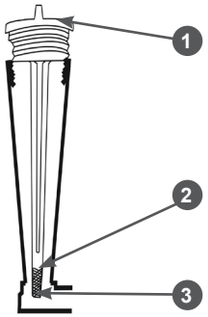

**Рис. 13 Уровень масла в картере двигателя**
4. Подождите примерно 1 минуту, после чего установите крышку-щуп в отверстие горловины, не закручивая её (Рис. 13).
4. Аккуратно извлеките щуп и осмотрите его. Уровень масла должен соответствовать верхней отметке на щупе (Рис. 13).
При недостаточном уровне масла в картере необходимо долить чистое масло до верхней отметки на щупе (Рис. 13).